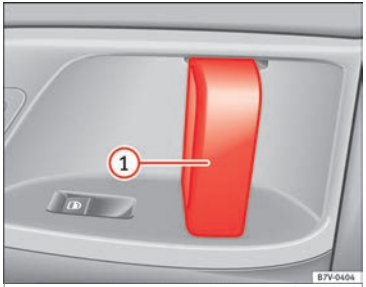

Fig. 134 On the sliding door. door handle (1)
Opening the sliding door from the inside.	When the sliding door is released, open the door fully by pulling on its interior handle ››› **Fig. 134** (1).